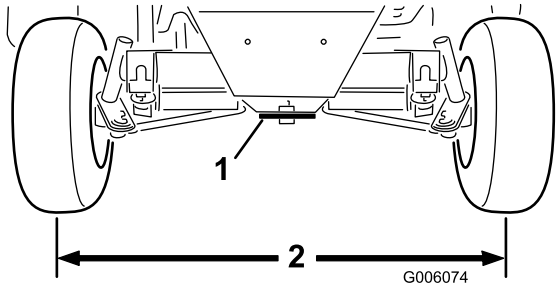

Figure 58
2. Desserrez les écrous de blocage sur les deux biellettes. Réglez les biellettes jusqu'à ce que l'entraxe soit identique à l'avant et à l'arrière des roues arrière (Figure 58).